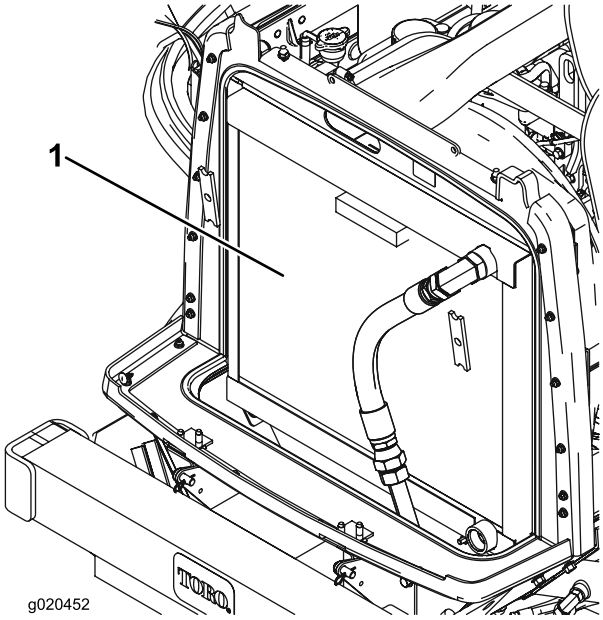

Bild 65
3. Reinigen Sie beide Seiten des Kühlers bzw. Ölkühlers gründlich mit Druckluft (Bild 65).